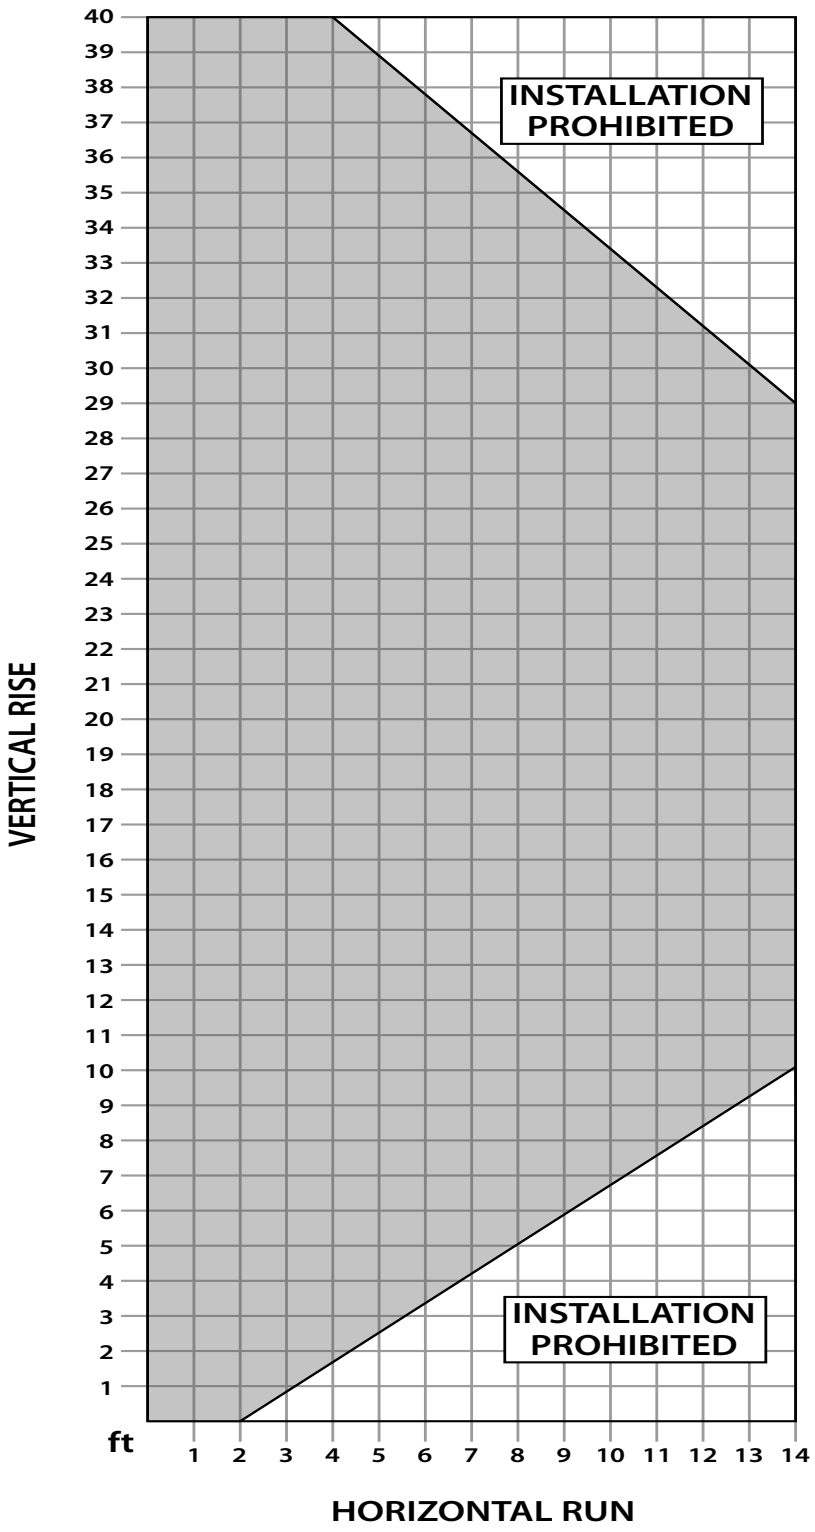

Figure 34. Possible Vent Configurations for Top Vented Vertical and Horizontal Terminations.
Figures 34 & 35 show the range of possible vent configurations if the unit is top or rear vented, for vertical and horizontal terminations. Any layout that remains within the shaded areas is acceptable. Having the fewest number of elbows is ideal, as they tend to disrupt air movement. Using 45˚ elbows is preferable to using 90˚ elbows. Also, a shorter vent system will perform better than a longer one. When top vented, the total length of horizontal vent pipe can not exceed 14 feet (4.27m) and the total vent length can not exceed 44ft (13.4m). Any combination of rise and run can be used as long as it lays within the shaded area (a total of two (2) 90˚ elbows or four (4) 45˚ elbows can be used. In addition to what is shown, if a 90˚ elbow is used in the horizontal plane, 3 feet (91.4cm) must be subtracted from the allowable horizontal run (for each 45˚ elbow, 1½ feet must be subtracted).